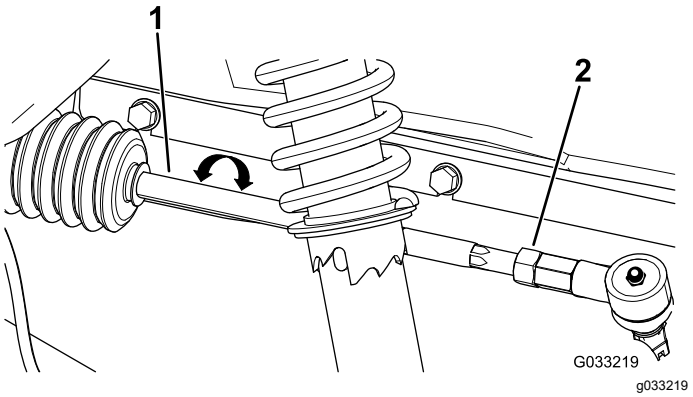

**Figur 60**
4. Om måttet inte hamnar inom 0–6 mm ska du lossa kontramuttrarna i den yttre änden av dragstängerna (Figur 60).